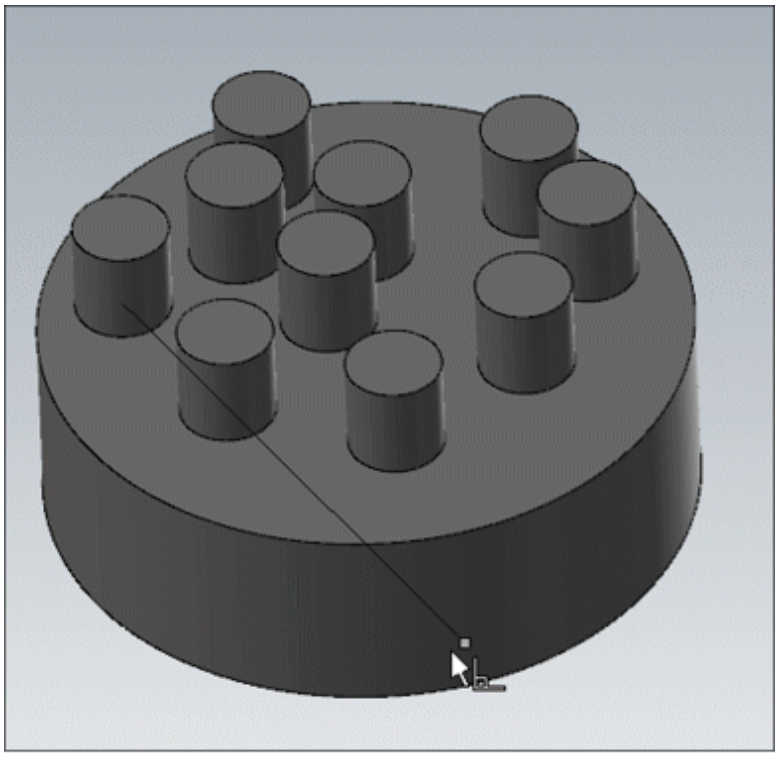

Figure-45. Manual pattern created
- Click at desired locations on the target body to place the instances; refer to Figure-45 and press **ENTER**. Click on the **OK** button from the **Manager** to create the pattern.